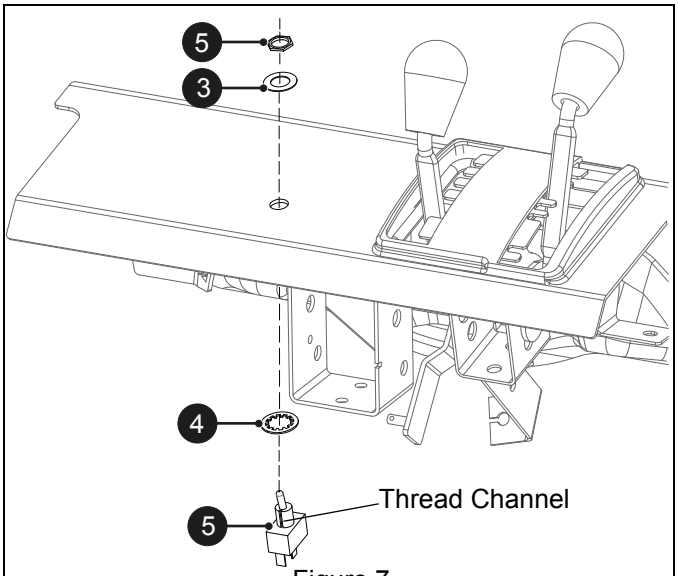

Figure 7
2. Place locking washer (item 4) on top of switch (item 5).
3. Insert switch in drilled hole in control panel with thread channel facing in the direction shown in Figure 7.
4. Secure switch (item 5) with flat steel washer (item 3) and nut (included with item 5). Tighten nut.